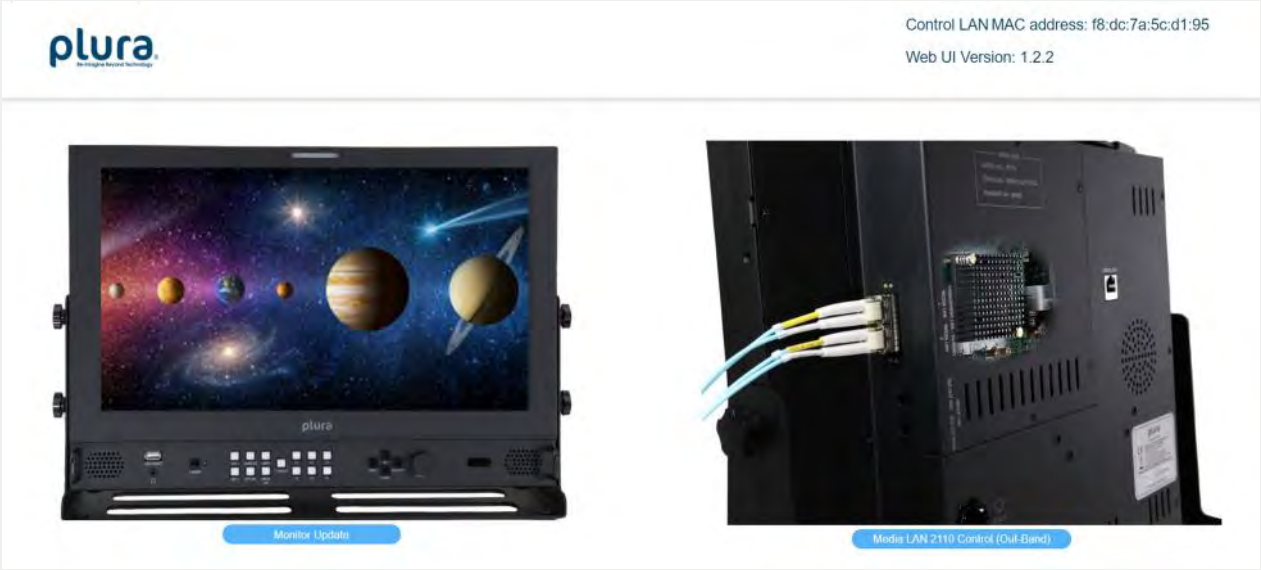

Figure 6. Plura Control LAN UI
- On your computer, open your web browser and go to the IP address of the monitor (eg. 192.168.0.97 from the image above). You should see a landing page similar to that shown in Figure 6 below.